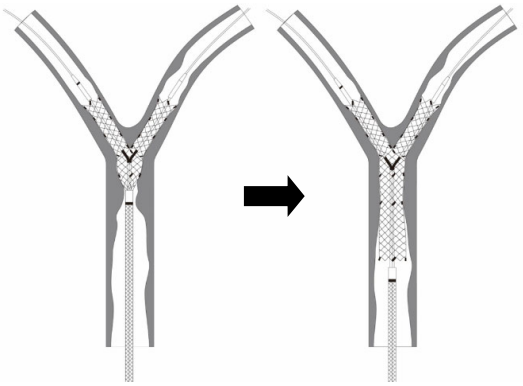

図 5. ステント胴部の展開
10) ドルフィンハブを固定した状態でグリップをゆっくりとドルフィンハブ側に引き、ステント胴部を展開する(図 5)。